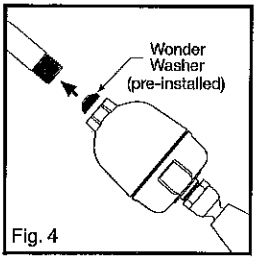

Fig. 4
4. If this unit is equipped with a red plastic thread protector or washer retainer at the inlet of the housing body, remove and discard. Now attach the filter by threading unit onto the shower water pipe. Firm hand tightening without plumber's tape should be sufficient for leak free operation. (Fig. 4–5) DO NOT OVER TIGHTEN.